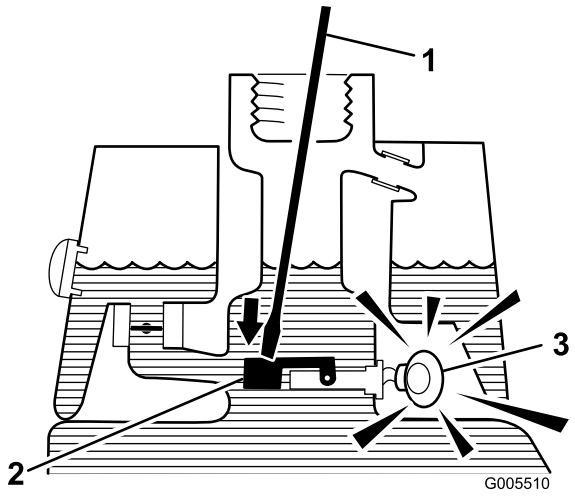

Figura 26
3. Introduzca una varilla o un destornillador limpio en el cuello del depósito y empuje hacia abajo, con cuidado, el flotador del interruptor (Figura 26). Después de la demora de un segundo, debe sonar la alarma.